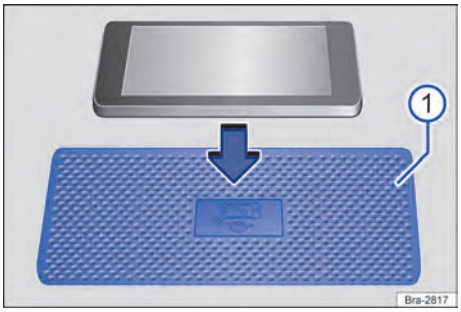

Bilde 130 Oppbevaringsplass med innleggsmatte for trådløs lading (eksempel).
I noen biler har innleggsmatten et telefonsymbol som viser midtposisjonen → Bilde 130 ①. I noen biler kan symbolet på innleggsmatten se annerledes ut.